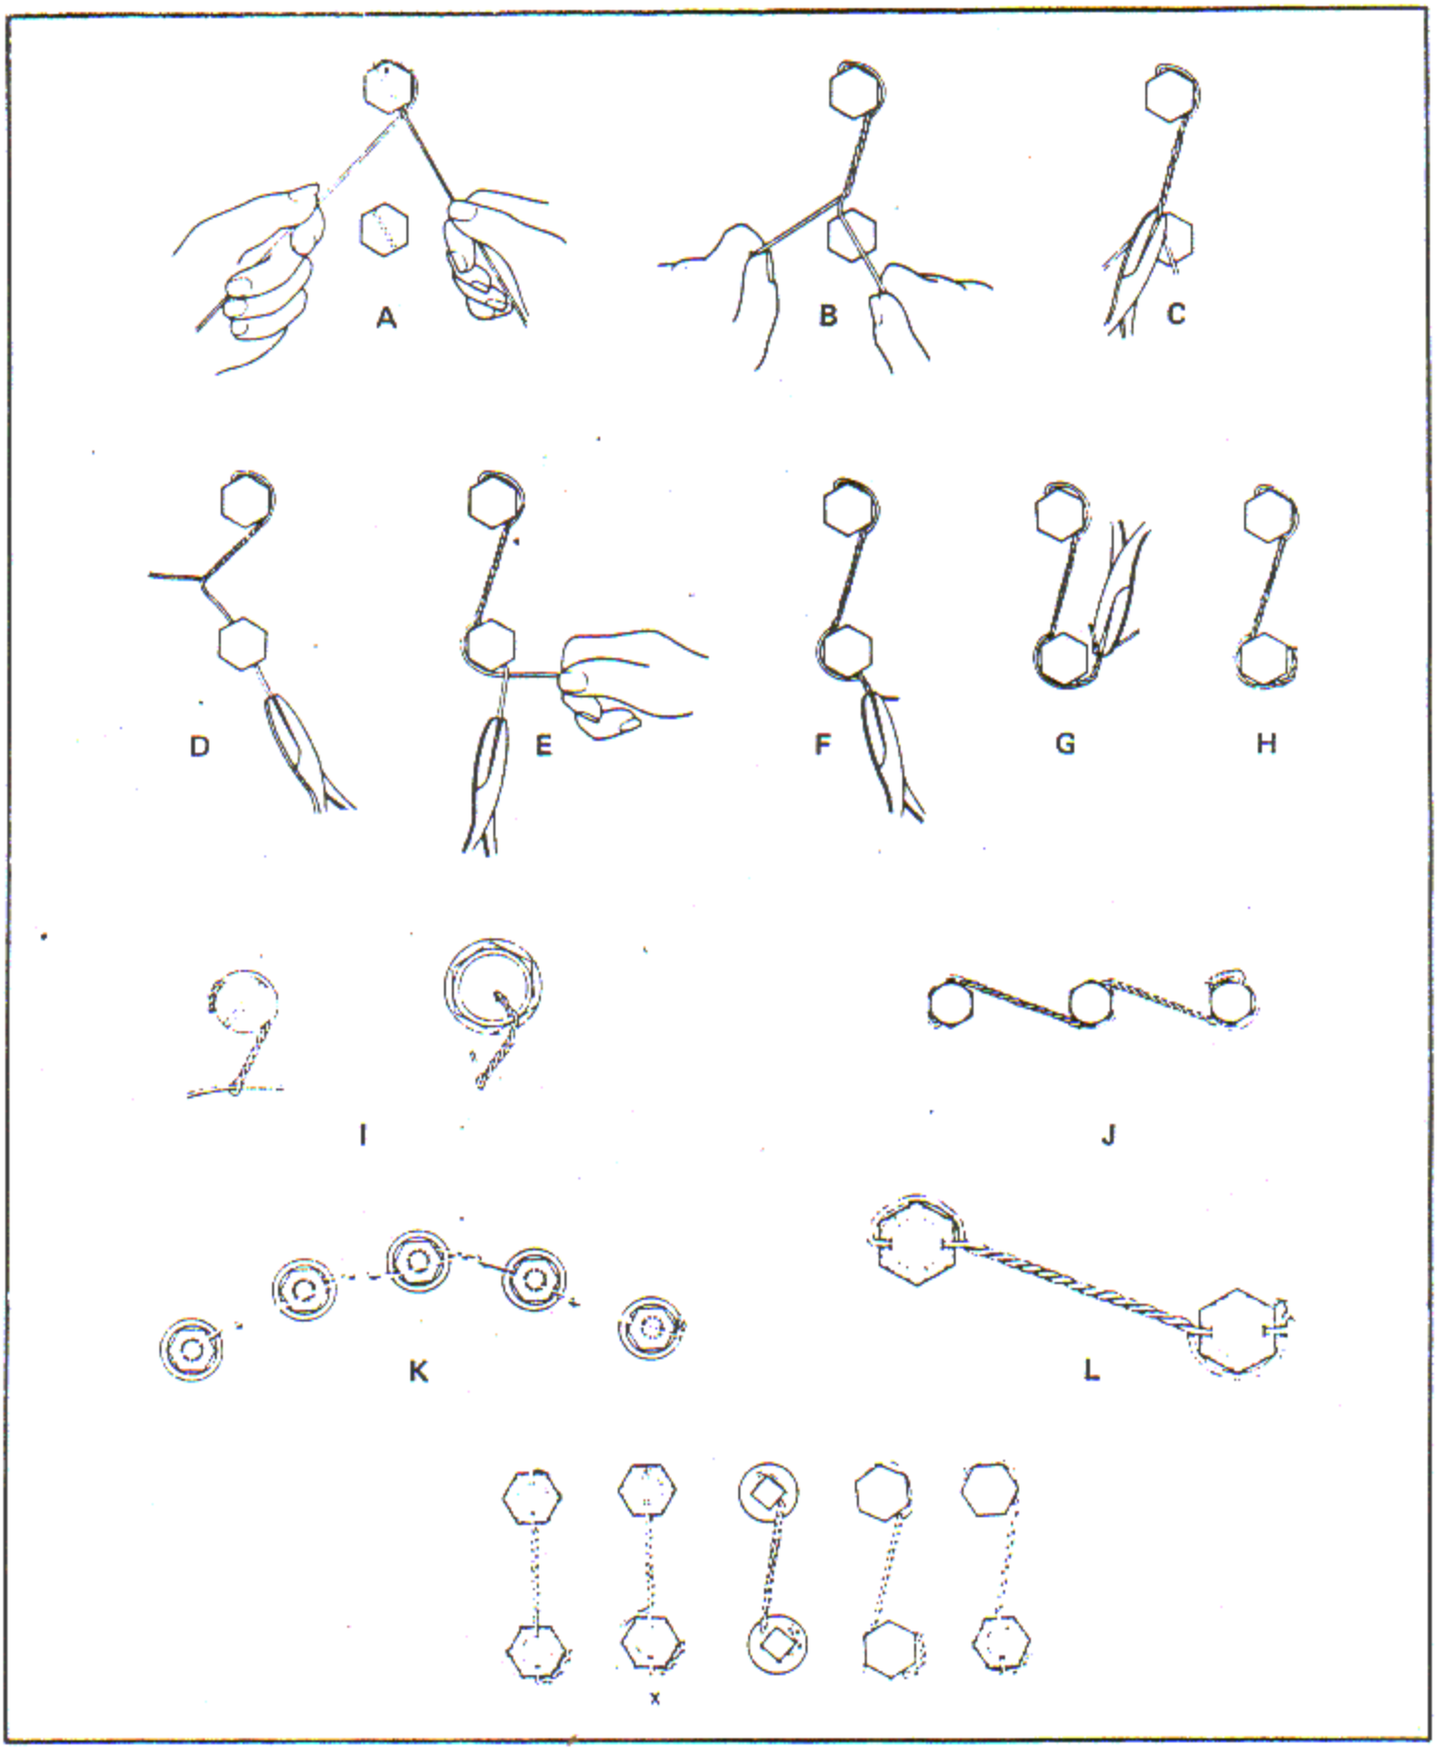

Figure 7-2. Various Lockwiring Procedures
7-5. LOCKWIRING. Use the general principles of lockwiring as shown in figure 7-2, as applicable. Observe the following general rules, as a guide, to the practical application of lockwiring used in the assembly and overhaul of engines or parts.
c. Proceed to wire as follows: The wire held in the right hand must be over that which is held in the left hand and then twisted 180 degrees in a clockwise direction until the twisted wire is of appropriate length. See figure 7-2, views A and B.
d. Tighten the twisted length between six and eight twists per inch with smooth face pliers. See figure 7-2, view C.
e. Pull one strand of wire through the second of the parts to be wired together. Keep the wire straight, as it is drawn through the hole. See figure 7-2, view D.
f. Keep the strand taut through the hole with the left hand, grasp the free strand with the right hand and turn it around the hex and underneath as shown in figure 7-2, view E. Twist the strands counterclockwise and tighten as described in step b. See figure 7-2, views F and G.
g. Cut the twisted wire between three and five twists from the nut, and bend the twists toward the part as shown in figure 7-2, view H.
a. When a screw or nut must be wired to a part other than another screw or nut, lockwire as illustrated in figure 7-2, View I.
b. When three units are to be lockwired together, lockwire the three units with the twists between the second and third part in a counterclockwise direction. See figure 7-2, View J.
c. Various applications of parts to be fastened together are shown in figure 7-2, Views K and L.
d. The view in figure 7-2 identified with an X, shows the alternate locking procedure used only when the favored procedure is impractical.